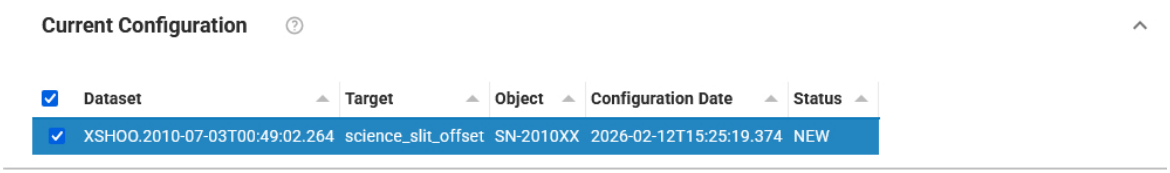
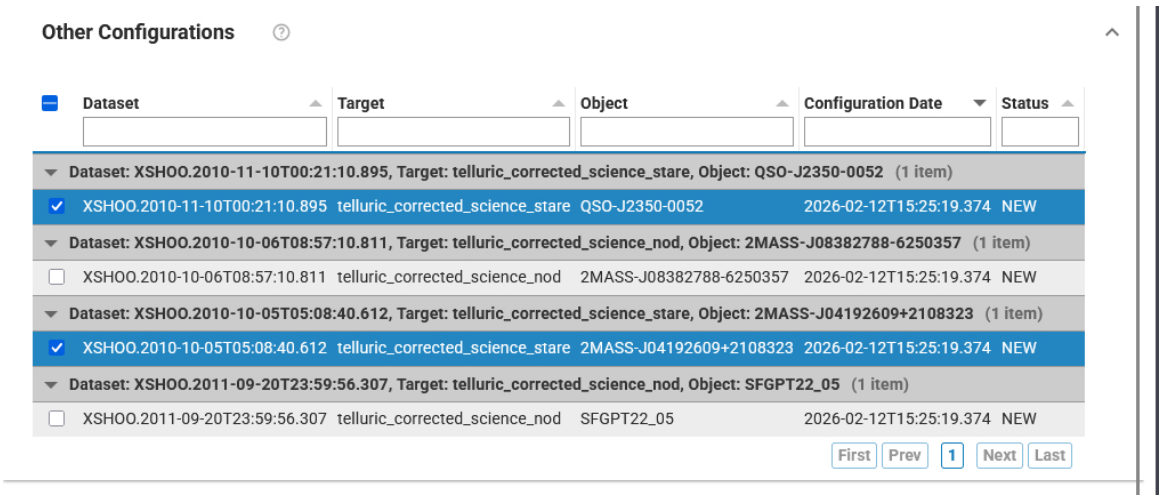

Figure 17: The first part of the Reduction Configuration Editor, that indicates the selected configuration.
Figure 18: The second part of the Reduction Configuration Editor, that indicates other configurations for which we’d like to apply the changes.
- **Current configuration.** It indicates the name of the selected configuration for a given dataset (Figure 17).
- **Other configurations.** It allows to specify other configurations, to which the changes shall be copied to (Figure 18).
Figure 20: The fourth part of the Reduction Configuration Editor, that allows to specify the parameters sets and the recipe parameter per task. These settings can be applied to the "Selected Configuration" (Fig. 17) or to the "Other Configurations (Fig. 18).